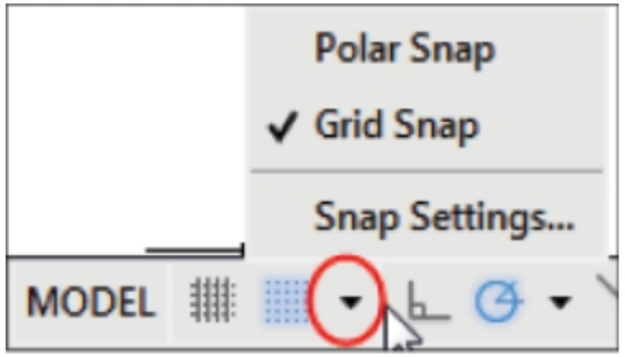

Figure-72. Snap flyout
- Click on the down arrow next to **Snap to drawing grid** button; a flyout will be displayed as shown in Figure-72.